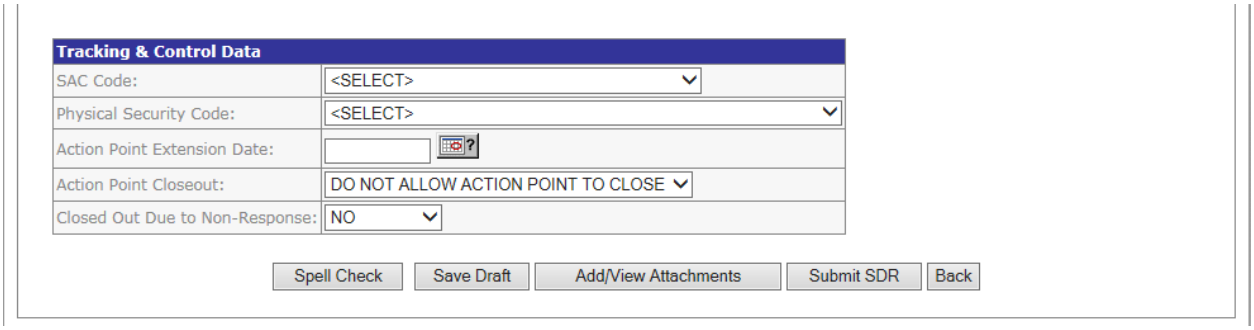

Figure 3.14
ii. Click Add Action Code to populate the Action Code field (Figure 3.14). Several Action Codes may be entered.
3. Enter the Tracking and Control Data (Figure 3.14)